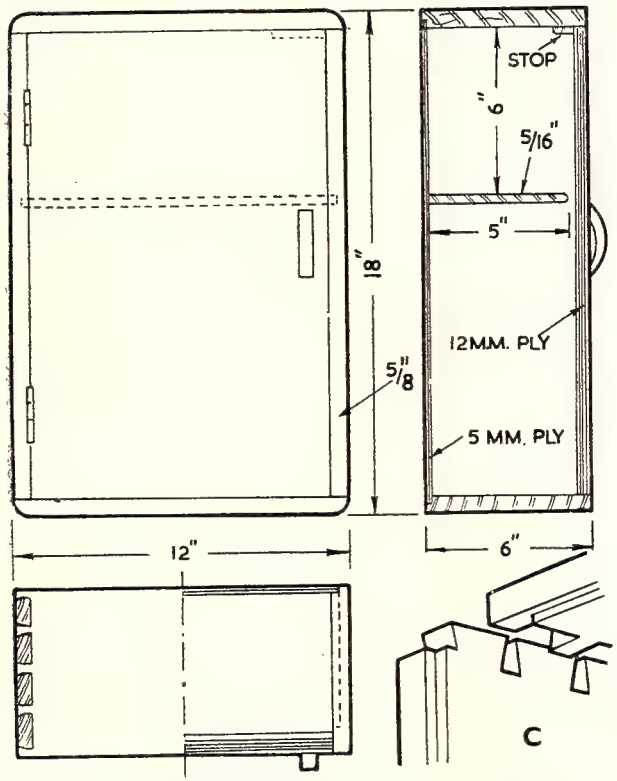
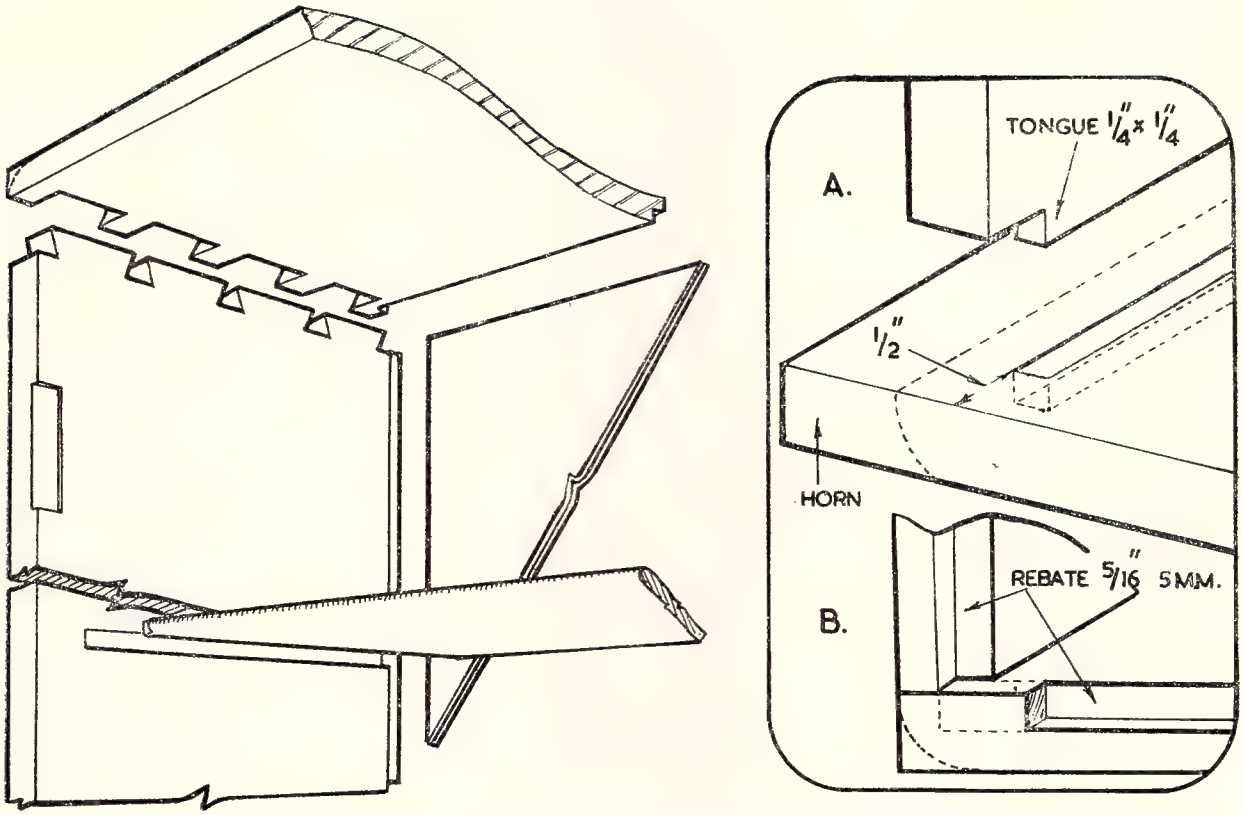

FIG. 2. FRONT ELEVATION, SIDE SECTION, AND PLAN
FIG. 3. METHOD OF CONSTRUCTION WITH SIMPLE ALTERNATIVE
THE most suitable corner joints for the carcase are through dovetails with the pins cut on the top and bottom pieces to carry the weight. A simpler joint, more suitable for the beginner, is the barefaced tongue and groove joint as shown at (A) Fig. 3. This joint will need to be held with fine nails as well as glue. It is also advisable to leave 1 in. horns on the top and bottom as in Fig. 3, until the carcase is glued together to prevent short end grain outside the grooves from breaking away.
Cut the rebates to take the plywood back. It will be seen from Fig. 3 (B) that the rebates on the top and bottom must be stopped at the ends to prevent them from showing. It is advisable to stop each end back for a distance of at least 1 in. until after assembling to prevent the small corners from breaking away. As these stopped rebates are short they will have to be cut with chisel and finished with the bullnose plane. Alternatively the top and bottom rebates can be taken right through, in which case the back dovetail and pin is worked out and cut as indicated in Fig. 2 (C).
stopped rebates, Fig. 3 (B) on the top and bottom to the corners with a chisel and fit in the plywood back. The back is preferably held with fine screws but panel pins will serve.